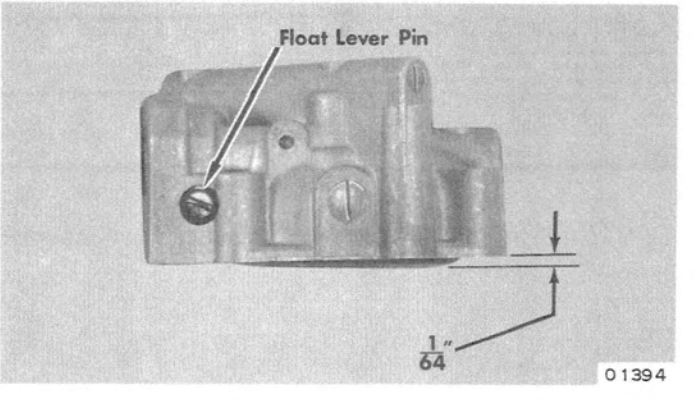

Figure 2. Float Level Adjustment
2. With fuel bowl assembly held in upside-down position, the lowest point of the float, at free end, should project 1/64" (.39mm) below the rim of the float bowl. (Figure 2)